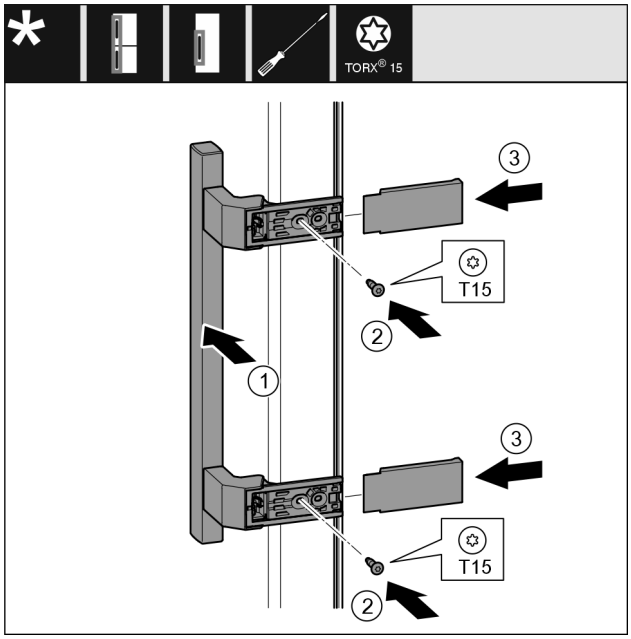

Fig. 55
▶ Nasaďte madlo *Fig. 55 (1)* na protilehlé straně.
▶ Šroubovákem šrouby *Fig. 55 (2)* pevně utáhněte.
▶ Kryty *Fig. 55 (3)* bočně nasaďte a nasuňte.